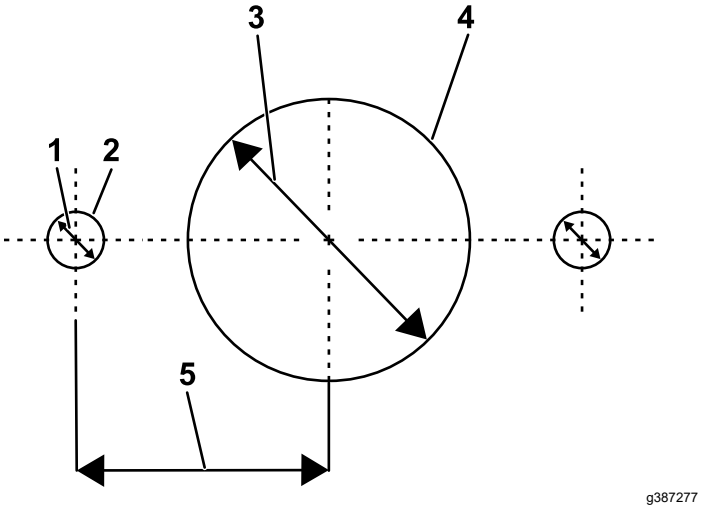

**Figur 3**
2. Brug de målinger, som fremgår af Figur 3, og den midterste prik som reference, og bor 3 huller i følgende rækkefølge:
***Vigtigt:*** **Sørg for, at de 2 yderste huller ligger symmetrisk i forhold til det midterste hul (Figur 3).**